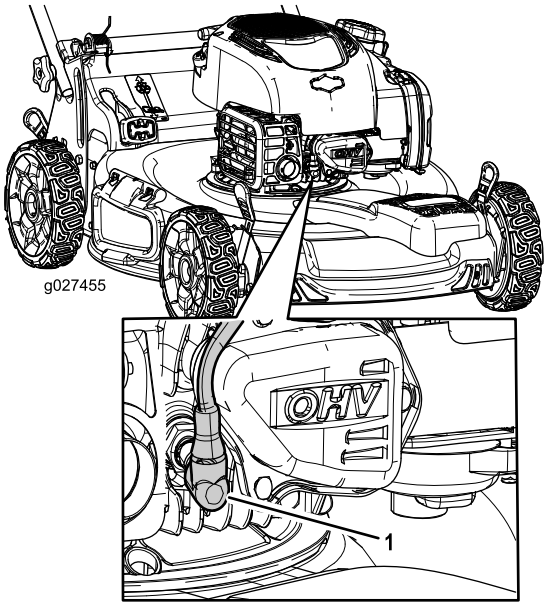

Figura 21
2. Desconecte el cable de la bujía (Figura 21).